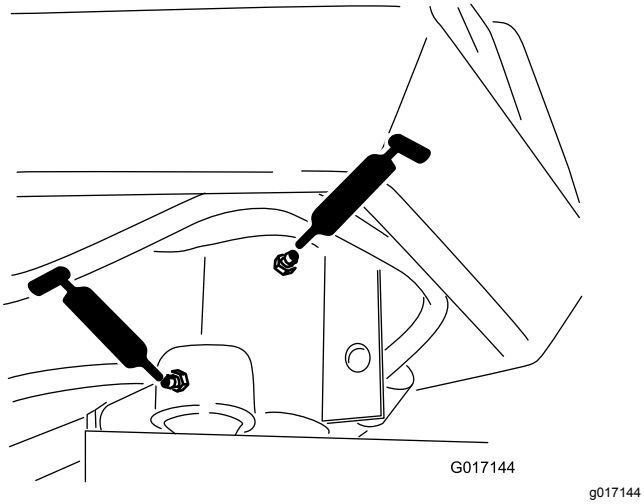

Figur 28
- Styregaffelens aksel (1) (Figur 28)
- Styresylinderens stangende (Figur 28)